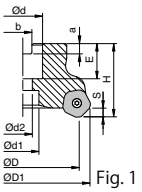

Fig. 1
2. Après avoir appliqué un lubrifiant antigrippage tout en comprimant la plaquette contre les surfaces de contrainte, insérer la vis dans le trou de la plaquette et serrer la vis au couple approprié. Voir figures 1 et 2.